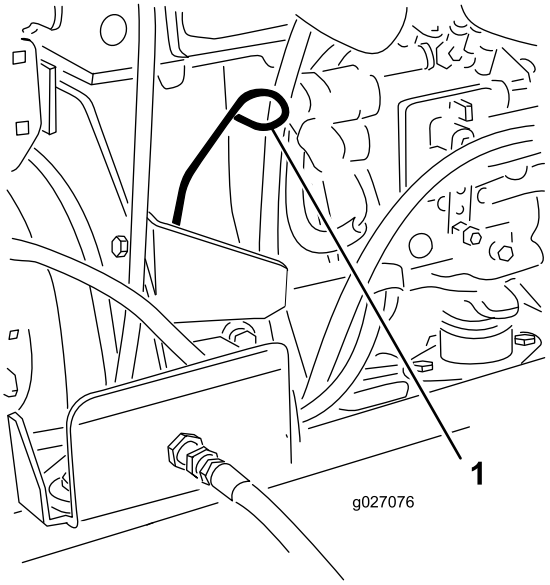

Figur 28
3. Ta ur oljestickan, torka av den och sätt tillbaka den igen (Figur 28).